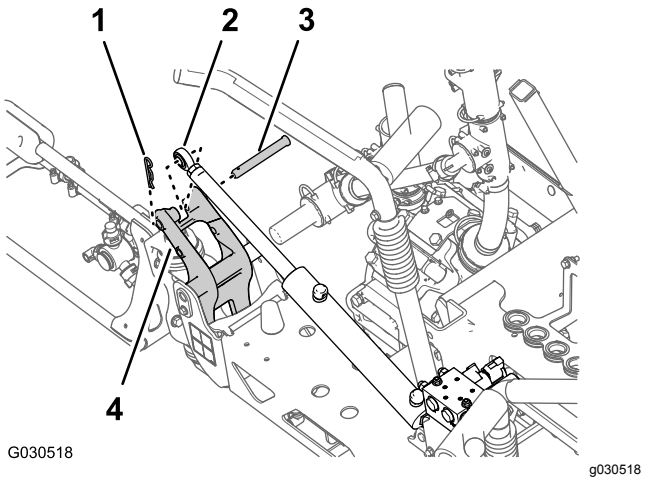

Figur 40
2. Fjern den låseclips og gaffelbolt, der fastgør stangenden af løftecylinderen til aksebeslaget (Figur 40).